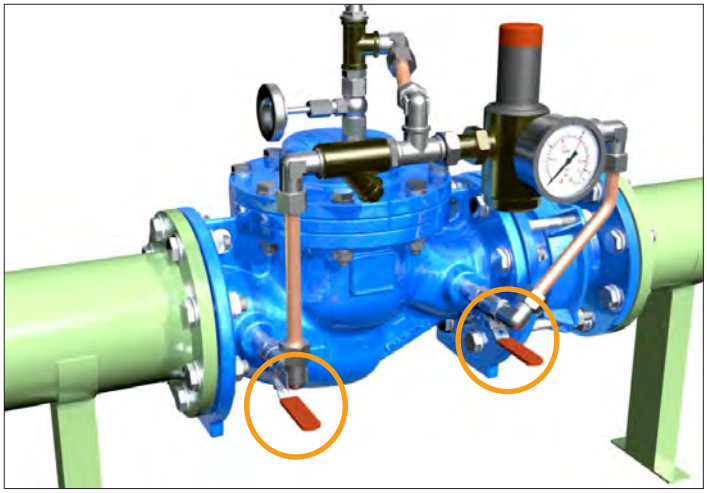

Рис. 7: Открытые шаровые краны с рычагами параллельно трубкам контура управления
3. Открыть все шаровые краны на контуре управления. Шаровые краны открыты, если рычаги расположены параллельно трубкам на контуре управления (рис. 7). Продувательный кран должен быть полностью закрыт.